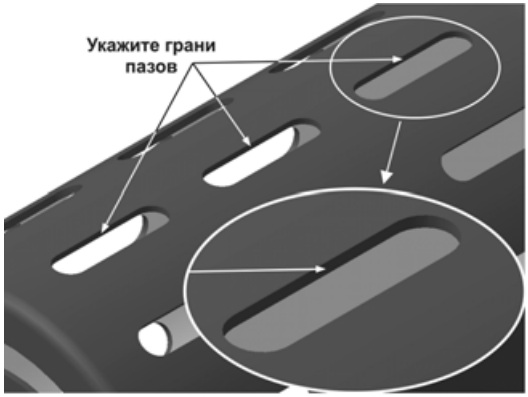

Рис. 5.215
- Увеличьте участок цилиндрической грани, как это показано на рис. 5.215. Нажмите клавишу <Ctrl> на клавиатуре и, удерживая клавишу нажатой, попробуйте указать грани на каждом из пазов верхнего ряда. Даже при значительном увеличении сделать это будет непросто, так как ширина грани определяется толщиной стенки детали и составляет всего 1. В таких случаях целесообразно воспользоваться **фильтрами объектов**.